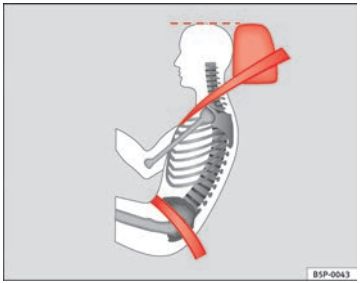

Fig. 14 Correct seat belt and head restraint positions, viewed from side
- **The lap part of the seat belt must lie across the pelvis, never across the stomach. The seat belt must lie flat and snugly on the pelvis ⇒ Fig. 14. Pull the belt tight if necessary to take up any slack.**